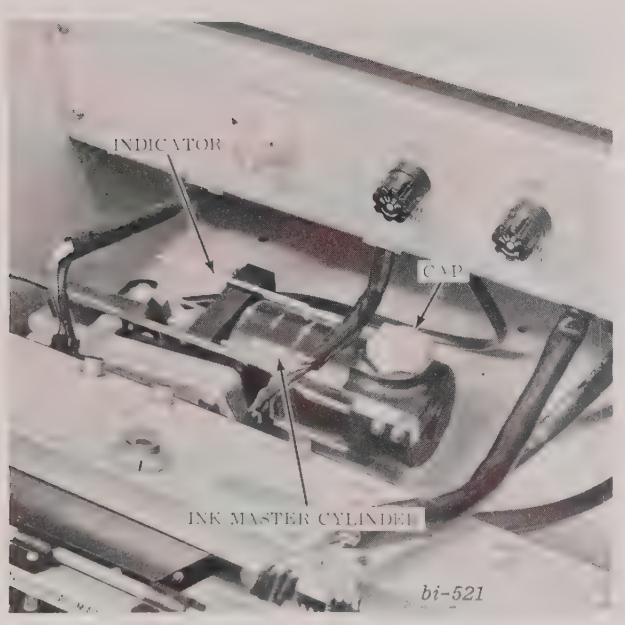

FIGURE 6-4 VERTICAL OSCILLOGRAPH
3. Unscrew cap from master cylinder (Fig. 6-4 & 6-5).